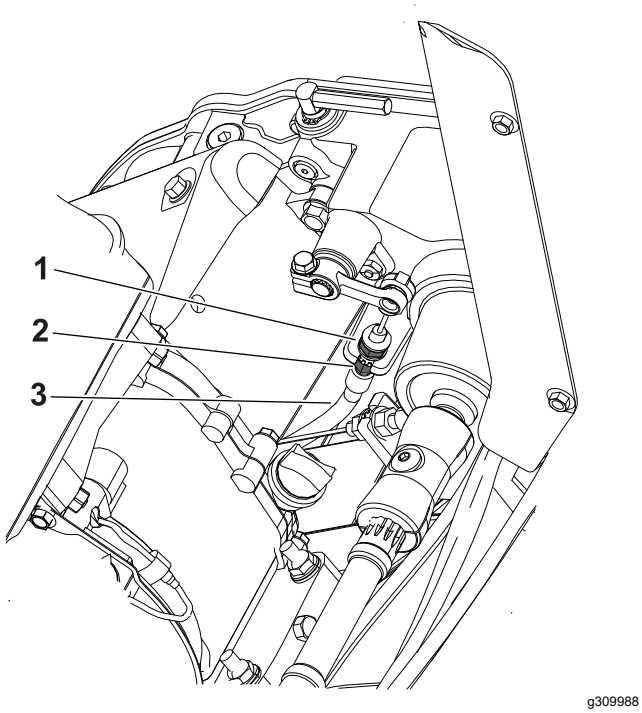

**Figuur 33**
- Draai om de kabelspanning te verhogen de voorste contramoer op de kabel losser en de achterste contramoer vaster (Figuur 33). Herhaal stap 2 en stel indien nodig de spanning af.
- Draai om de kabelspanning te verminderen de achterste contramoer losser en de voorste contramoer op de kabel vaster (Figuur 33). Herhaal stap 2 en stel indien nodig de spanning af.